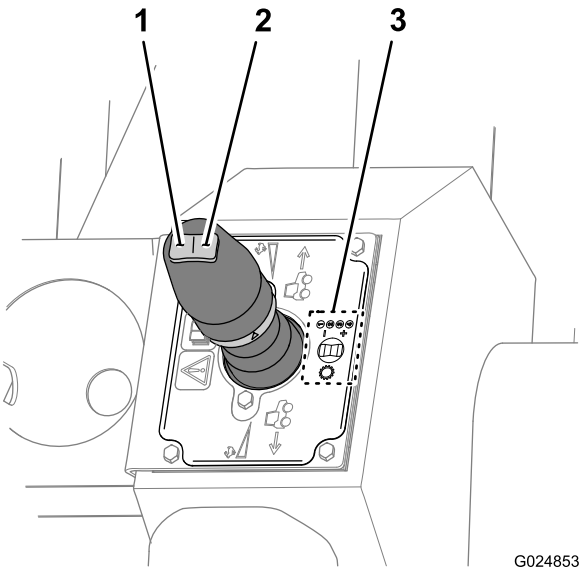

Figura 48
- Per selezionare una marcia superiore, premete il pulsante di cambio a una marcia superiore (destro) sull'interruttore a bilanciere (Figura 48).
- Per selezionare una marcia inferiore, premete il pulsante di cambio a una marcia inferiore (sinistro) sull'interruttore a bilanciere (Figura 48).